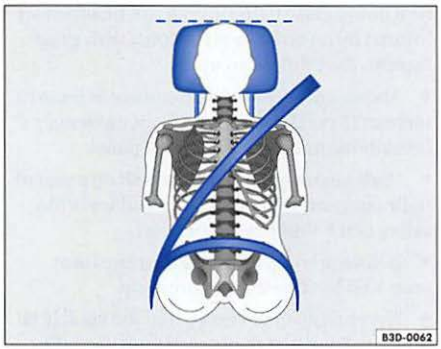
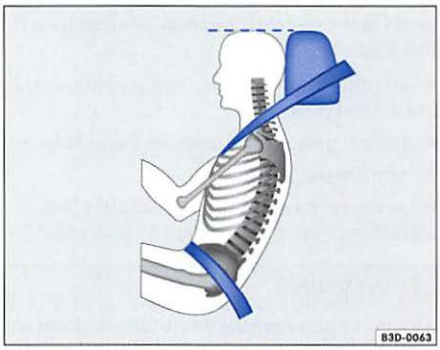

Fig. 48 Viewed from in front: properly adjusted head restraints and proper belt adjustment
Fig. 49 Viewed from side: properly adjusted head restraints and proper belt adjustment
– Adjust the head restraint so that the upper edge is as even with the top of your head as possible ⇒ fig. 48 and ⇒ fig. 49.